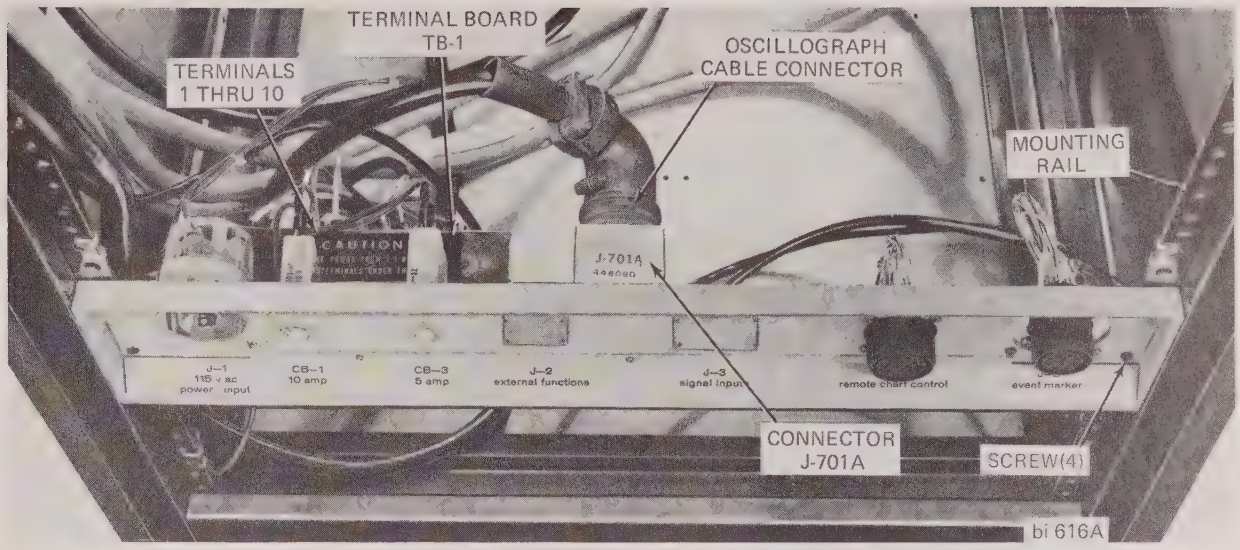

FIGURE 2-11 INSTALLATION OF SYSTEM POWER PANEL
4. Refer to Figure 2-11 and connect leads to terminals 1 thru 6 on terminal board TB-1 of main connector panel as shown on the applicable schematic (444120 or 483944) for the particular main connector panel used. Schematics are found in Section VII of this manual.